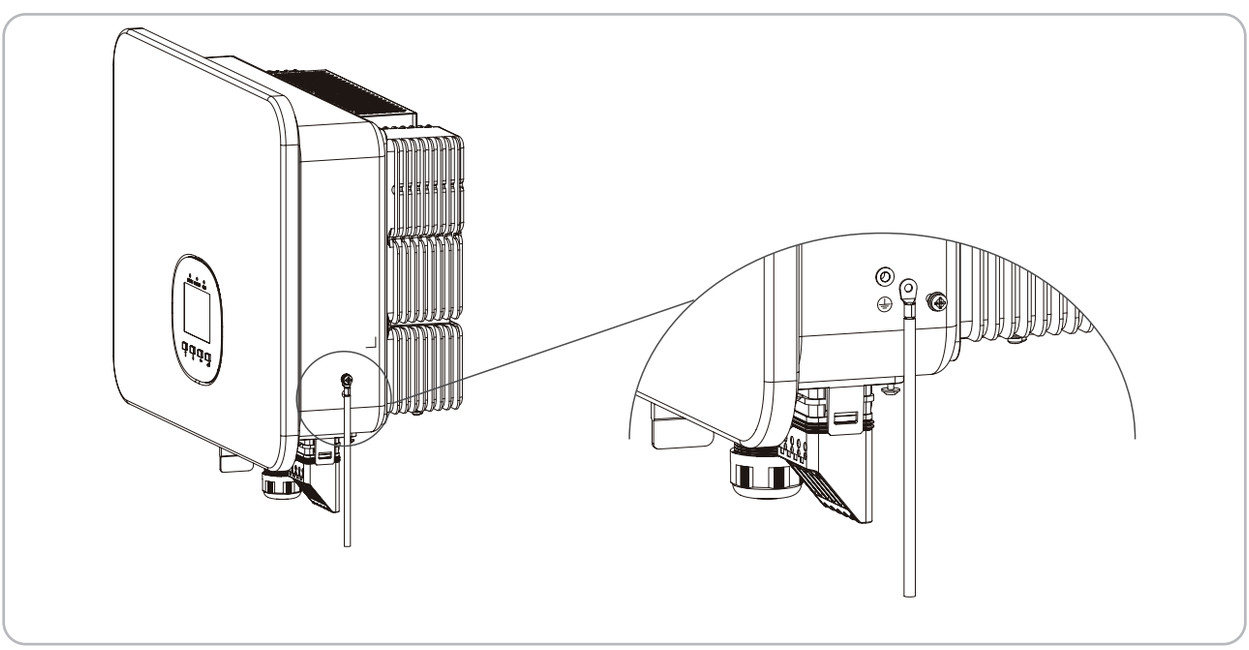

Figure 4-4 Grounding terminal connection
2) Fix the grounding terminal to the PE wire with a proper tool and lock the grounding terminal to the grounding hole in the lower right side of the inverter, as shown in Figure 4-4.